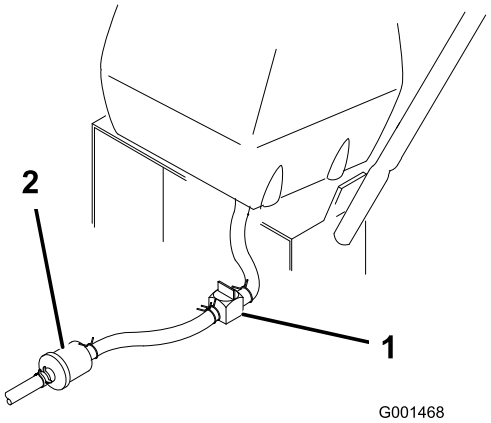

Figura 28
2. Cierre la válvula de cierre de combustible del depósito de combustible (Figura 28).
3. Apriete los extremos de la abrazadera y deslícela por el tubo alejándola del filtro (Figura 28).
4. Retire el tubo de combustible del filtro (Figura 28). Abra la válvula de cierre del combustible y deje que la gasolina se drene en un recipiente.
3. Cierre la válvula de cierre de combustible del depósito de combustible (Figura 28).
7. Abra la válvula de cierre de combustible del depósito de combustible (Figura 28).